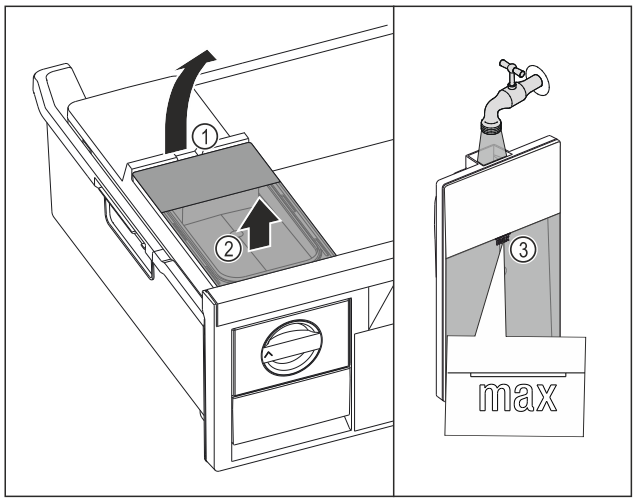

Fig. 98
▶ Soulever le réservoir d'eau par l'encoche *Fig. 98 (1)*.
▶ Retirer le réservoir d'eau par le haut. *Fig. 98 (2)*
▶ Remplir le réservoir d'eau potable jusqu'au repère *Fig. 98 (3)*.